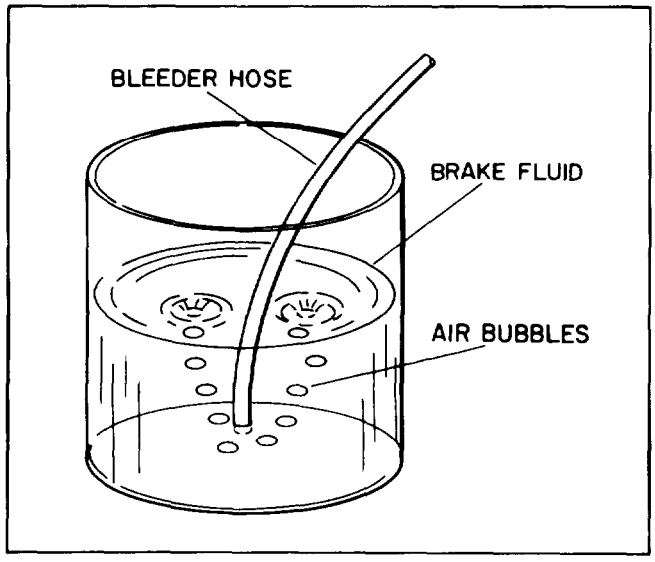

Figure 4-35. Bleeder Jar
g. When bleeding wheel cylinders (bleed points D and E), attach a small hose to the bleeder screw on the axle adapter, submerge the other end of the hose into a jar of clean brake fluid. Hold the jar at a point higher than the bleeder screw, and open the bleeder screw, allowing fluid to flow into the jar until no more bubbles can be seen in the flow as shown in figure 4-35.